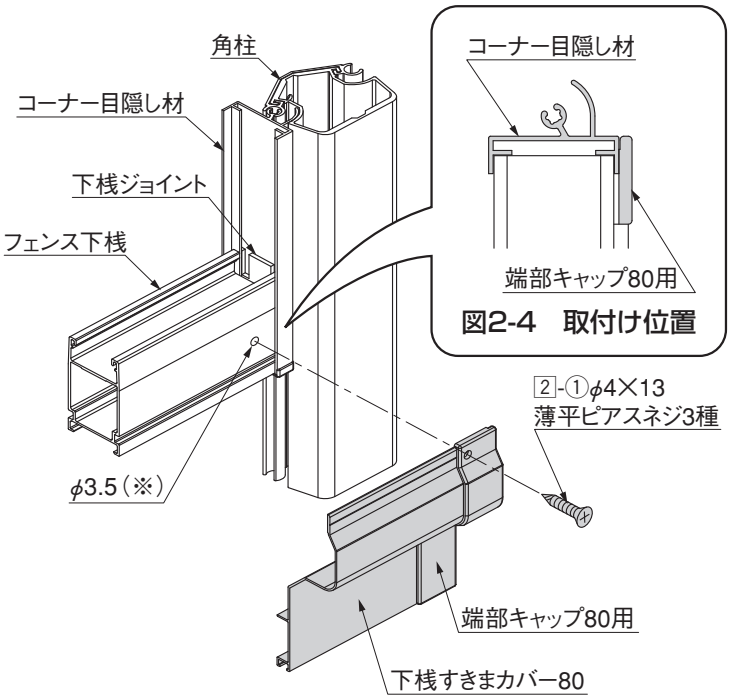

図2-4　取付け位置
❶端部キャップ80用に下桟すきまカバー80を差込んでください。
❷❶とコーナー目隠し材を図2-4のように合わせてください。
❸すきまを確実にふさぐため、下桟すきまカバー80を軽くGL面へ押付けてください。
❹フェンス下桟と下桟ジョイントに端部キャップの孔位置でφ3.5程度の下孔をあけてください。
❺2-①で下桟に取付けてください。